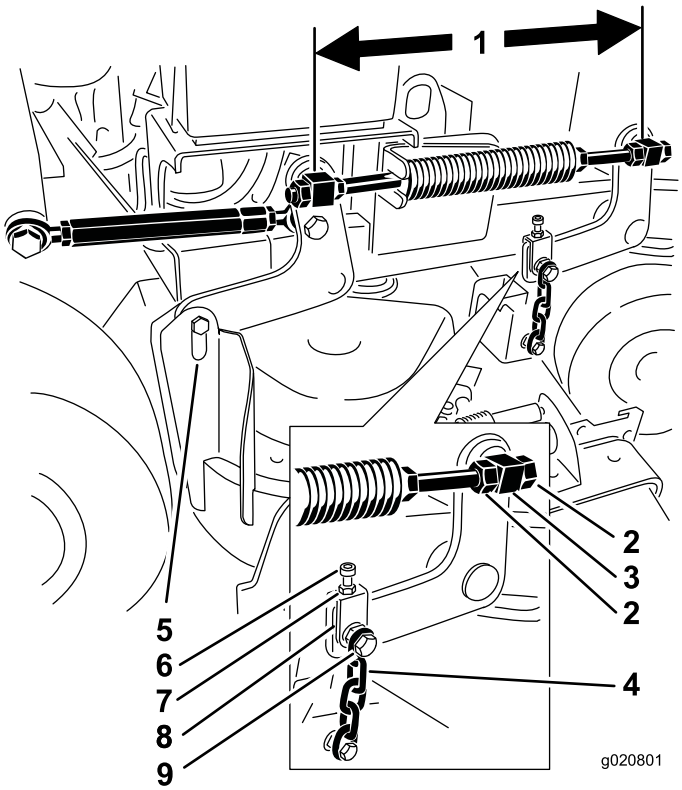

**Figuur 82**
6. Controleer de afstand tussen de wartels, meet in het midden van de wartels (de lengte van midden tot midden) op elke draadstang. Controleer of de lengte 49,5 cm bedraagt voor maaidekken van 91 cm en 43,7 cm voor maaidekken van 102 cm (Figuur 82).
11. Als afstelling vereist is, zet dan de bovenste kettingbout los (Figuur 82).
6. Draai de bovenste kettingbouten los (Figuur 82).